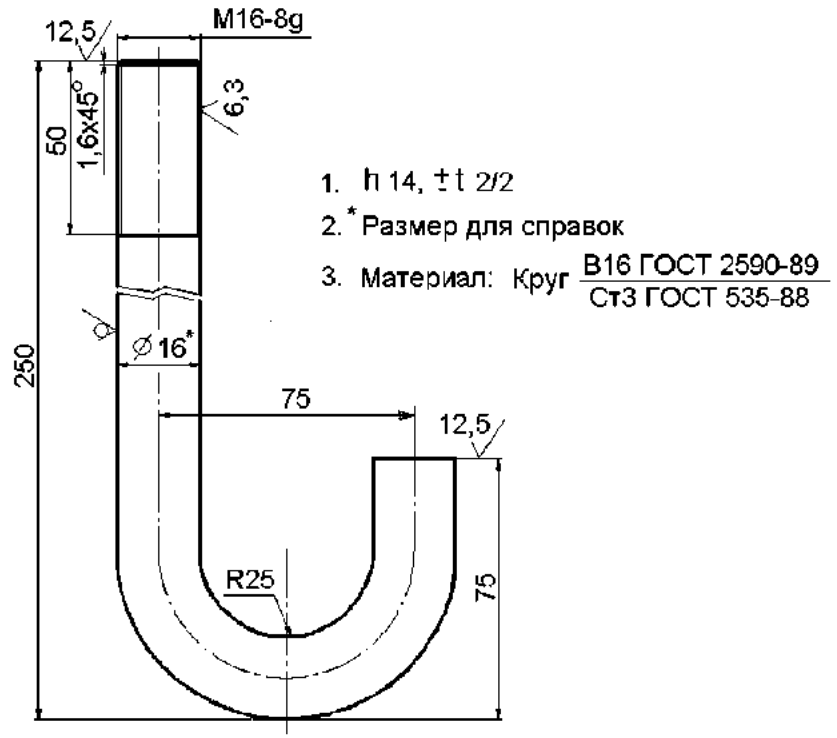
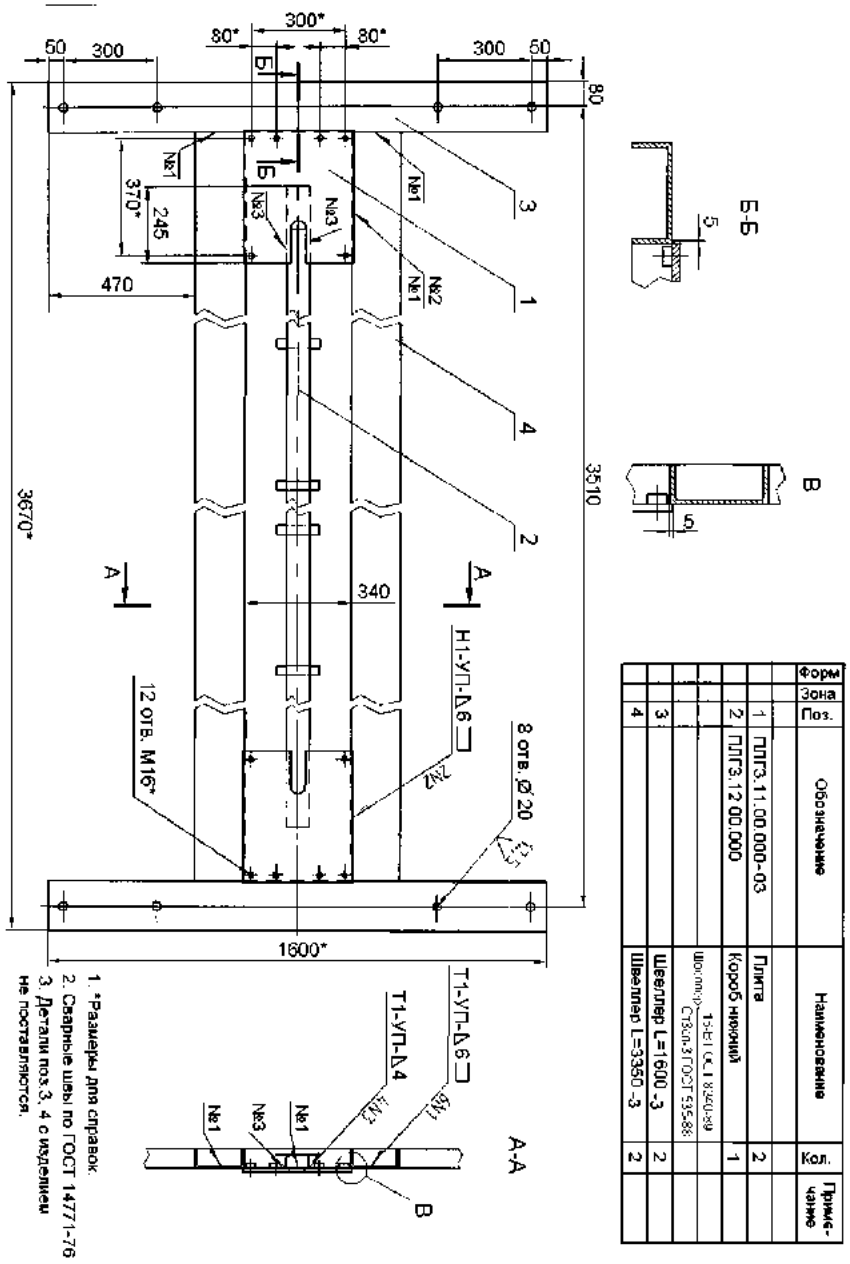

Рис. 9. Болт анкерный
Рис. 8. Чертеж рамы подъемника ПЛГ-5
Стойки подъемника ПЛГ-5 крепятся к раме, которая устанавливается в бетонный пол. Рама и анкерные болты для крепления рамы изготавливаются силами заказчика в соответствии с Рис.8 и Рис. 9.
6.1.1. Изготовить раму в соответствии с Рис.8 и анкерные болты в соответствии с Рис.9.
Анкерные болты для крепления основания к полу изготавливаются силами заказчика в соответствии с Рис. 9.
6.2.1. Изготовить анкерные болты в соответствии с Рис.9.